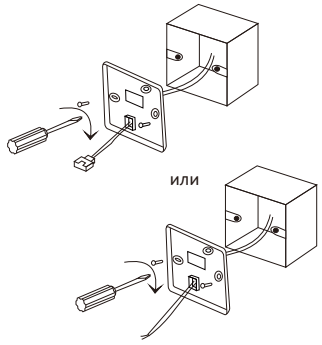

Рис. 7.7
3. Установите короб в стену (приобретается заказчиком). Пропустите электропровод из короба через заднюю крышку контроллера. Закрепите двумя винтами (20мм, входят в комплект поставки) заднюю крышку контроллера в коробе как показано на рис. 7.7